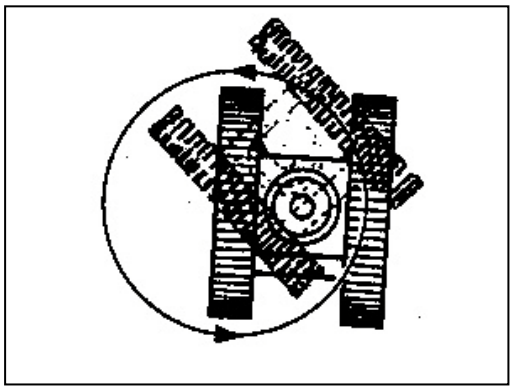

FIG.3-11
4) **Turning with one side crawler** (FIG.3-11)